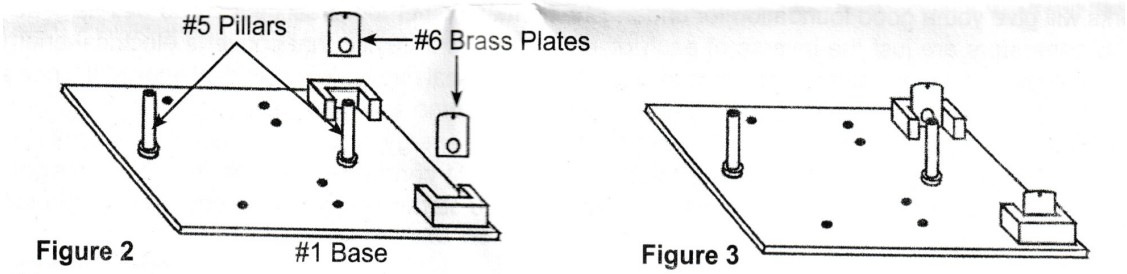

Figure 2 Figure 3
2. Insert the two posts (#5) in the holes of the base marked number 3 and number 4 (see Fig. 1) as shown in Figures 2 and 3. These posts will hold the armature shaft.